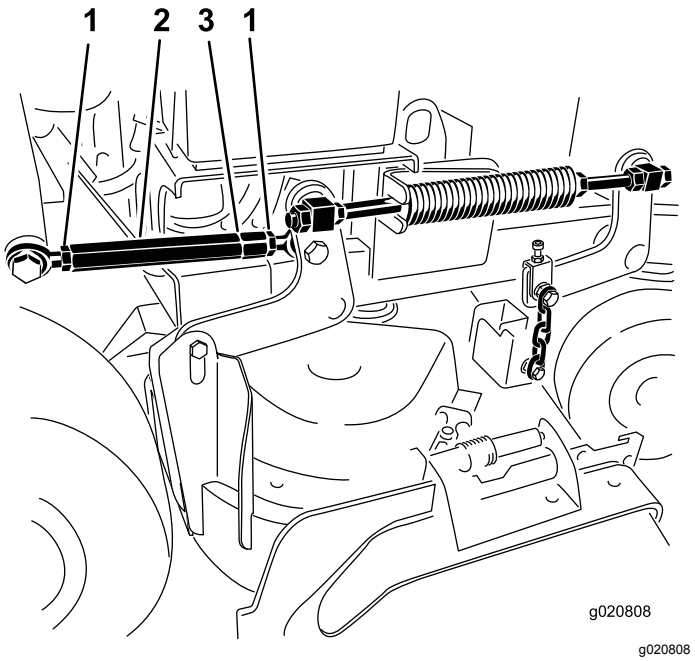

Bild 86
4. Lösen Sie die Klemmmuttern an beiden Seiten der Spannschraube (Bild 86).
Hinweis: Das Ende der Spannschraube mit der Rille hat ein Linksgewinde (Bild 86).